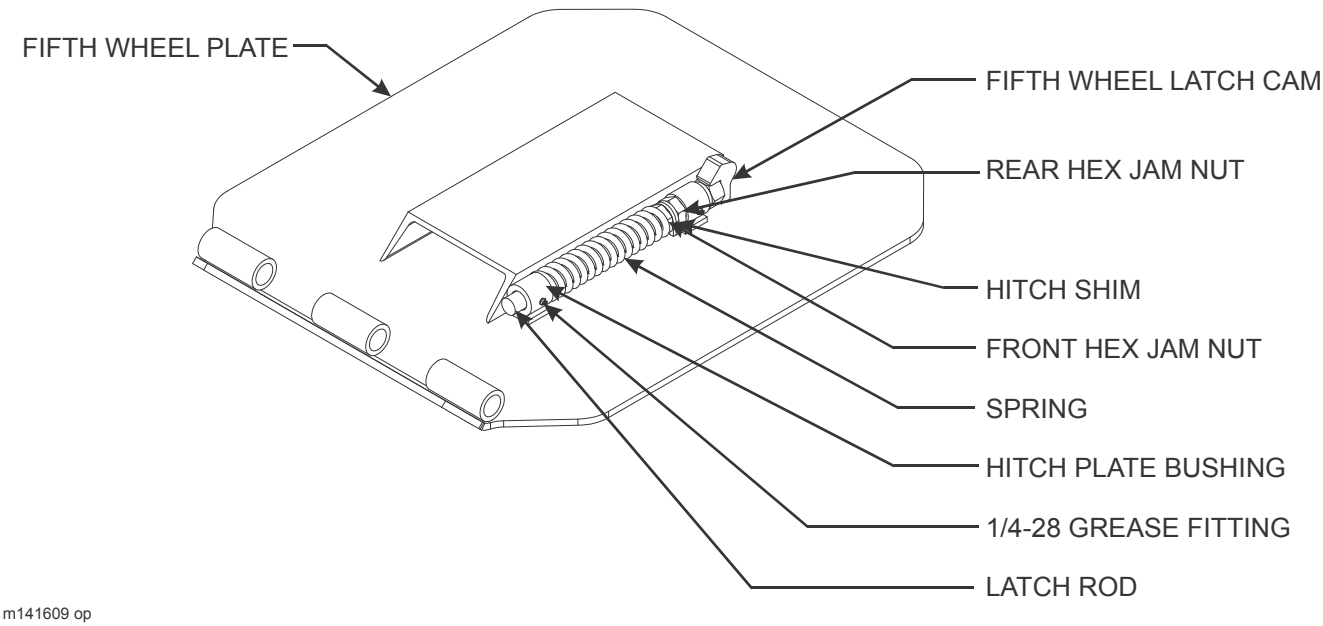

Figure 4-2: Fifth Wheel Latch Adjustment
1. To adjust fifth wheel latch assembly, support fifth wheel plate and adjust rear nut until the cam just touches the flat surface on the latch **(See Figure 4-2.)**